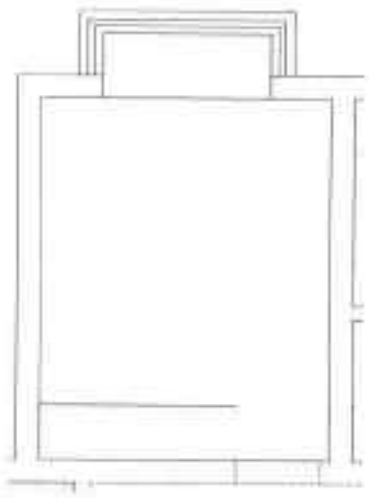

图19-67 偏移书房墙面
Step 14 执行“偏移”命令，将书房墙面轮廓向上偏移 600mm，如图 19-67 所示。